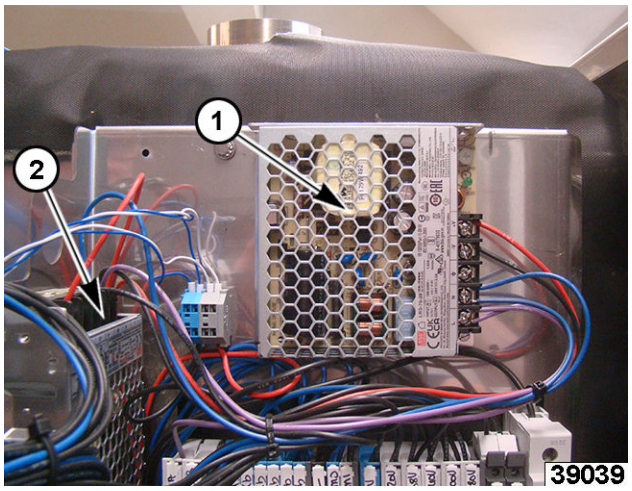

Fig. 47
• Switch Power Supply for Cavity Door Light, Solenoids, and optional Grease Gun (Ta on diagram) (1, Fig. 47).
• Switch Power Supply for I/O Board 24 DC (Tc on diagram) (2, Fig. 47).